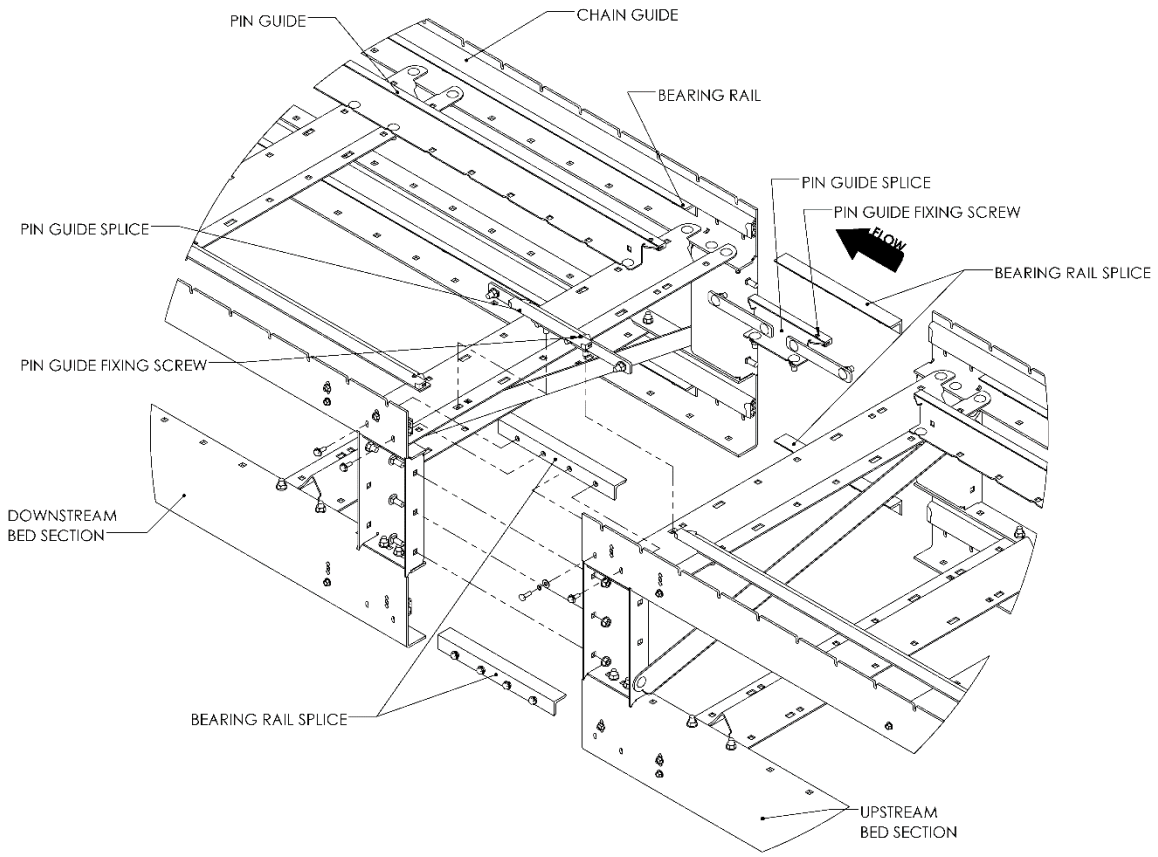

Figure 5-Bed Section Fastening Detail
7. Set each section and bolt them together, working backwards from the drive to the tail. See Figure 5 for details on fastening the sections together. Hand tighten only at this stage.
1. See Figure 5 for details on fastening sections together.